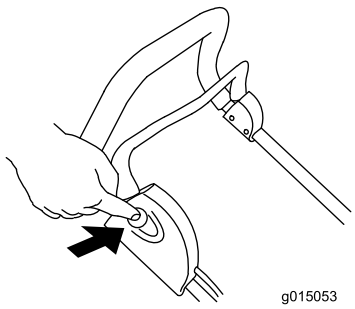

Figuur 9
3. Druk op de knop op de rechterkant van de handgreep en houd deze ingedrukt (Figuur 9).